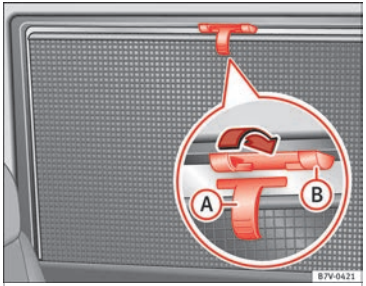

Fig. 142 On the rear right-hand window: sun blind
- Pull the sun blind by the handle ››› Fig. 142 (A) up to the top.
- Hook both rings of the fastening rod in the spaces provided (B). Check that the sun blind is securely hooked into the spaces provided when it has been lowered (B).